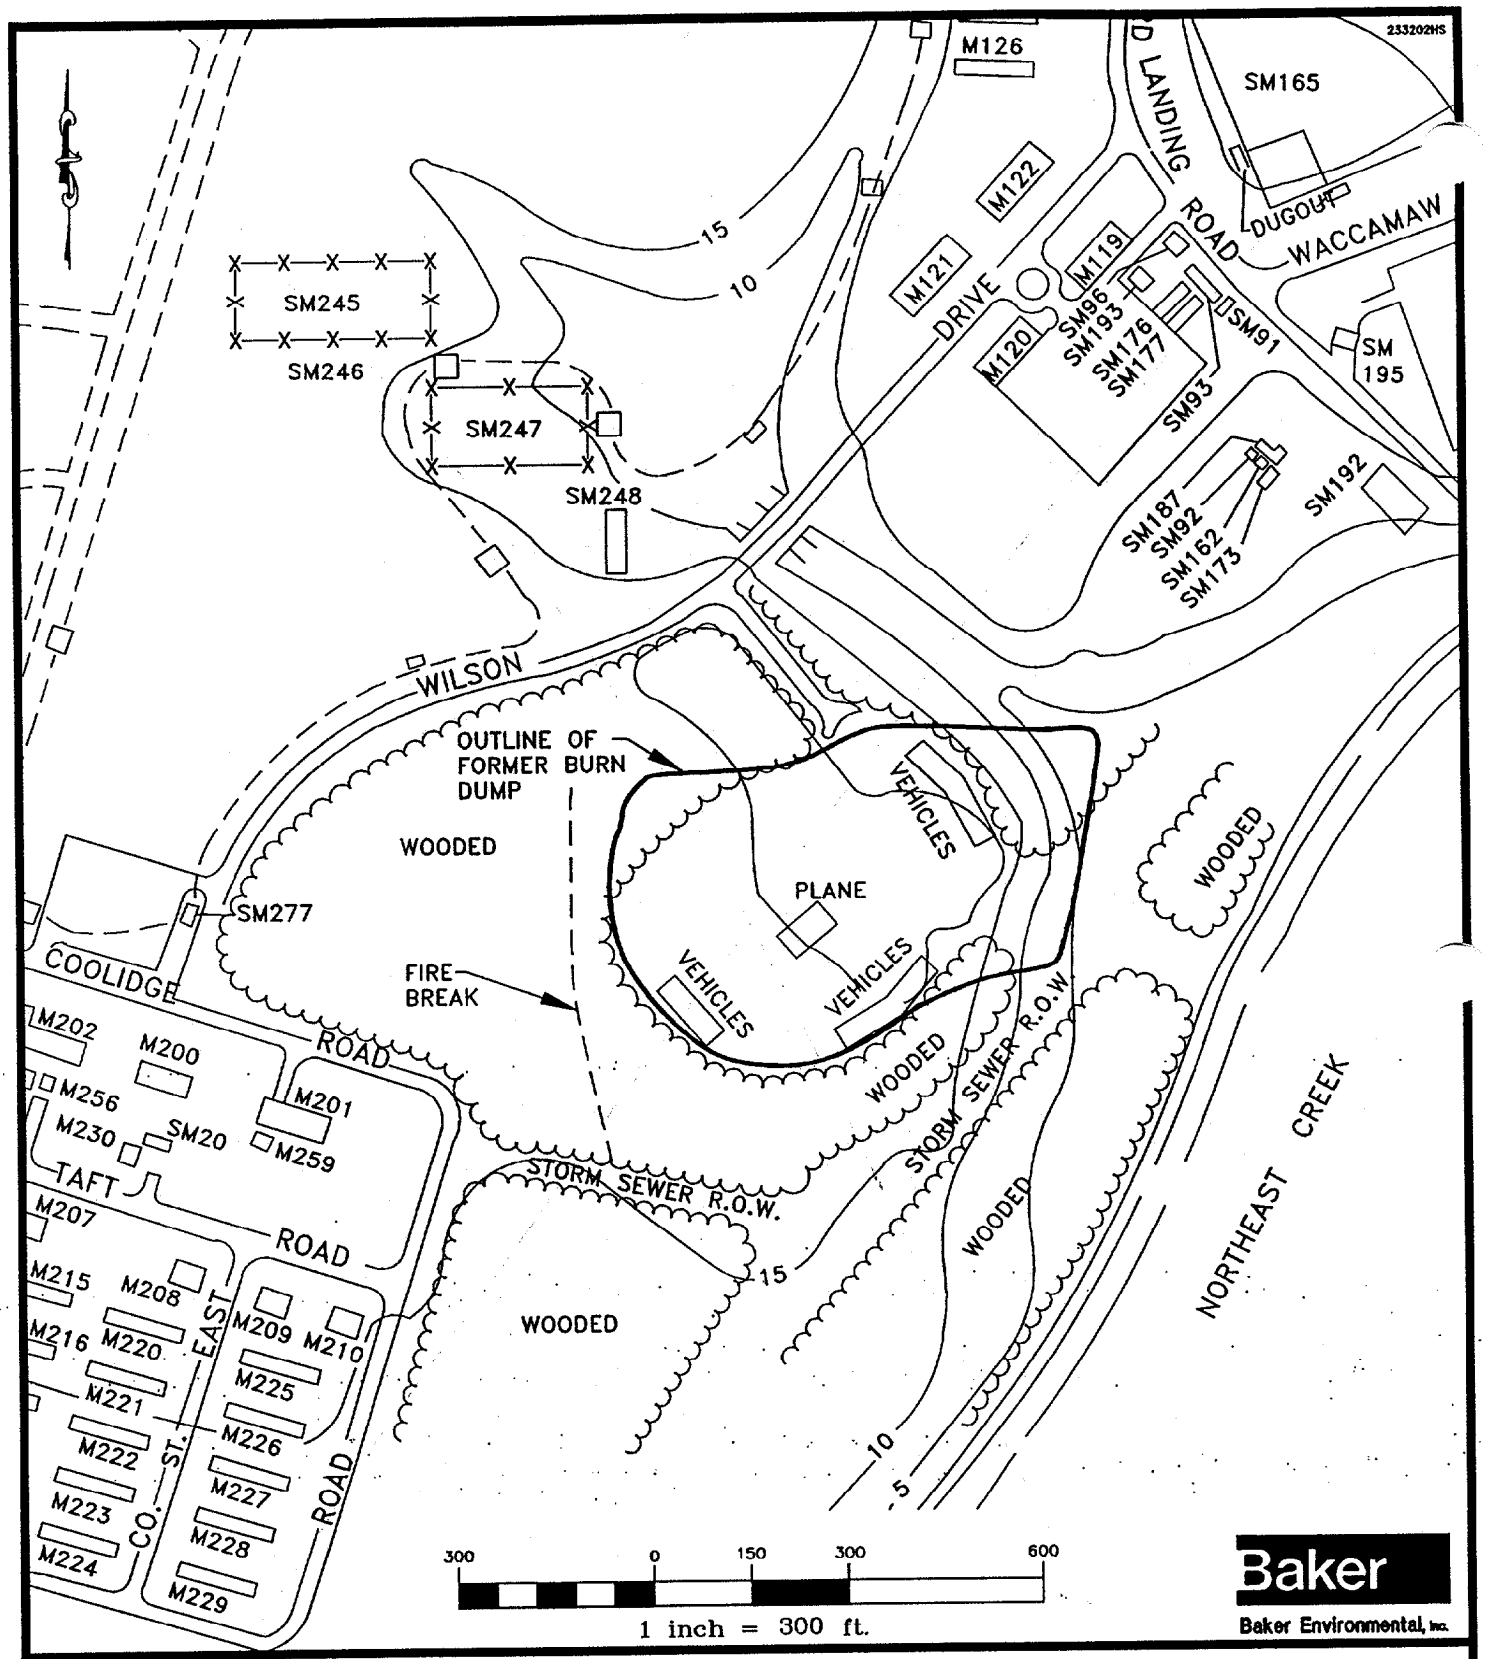

FIGURE 4-1
- Figures 4-1, 4-2, 4-3, and 4-4 identify the location of the sites under investigation.